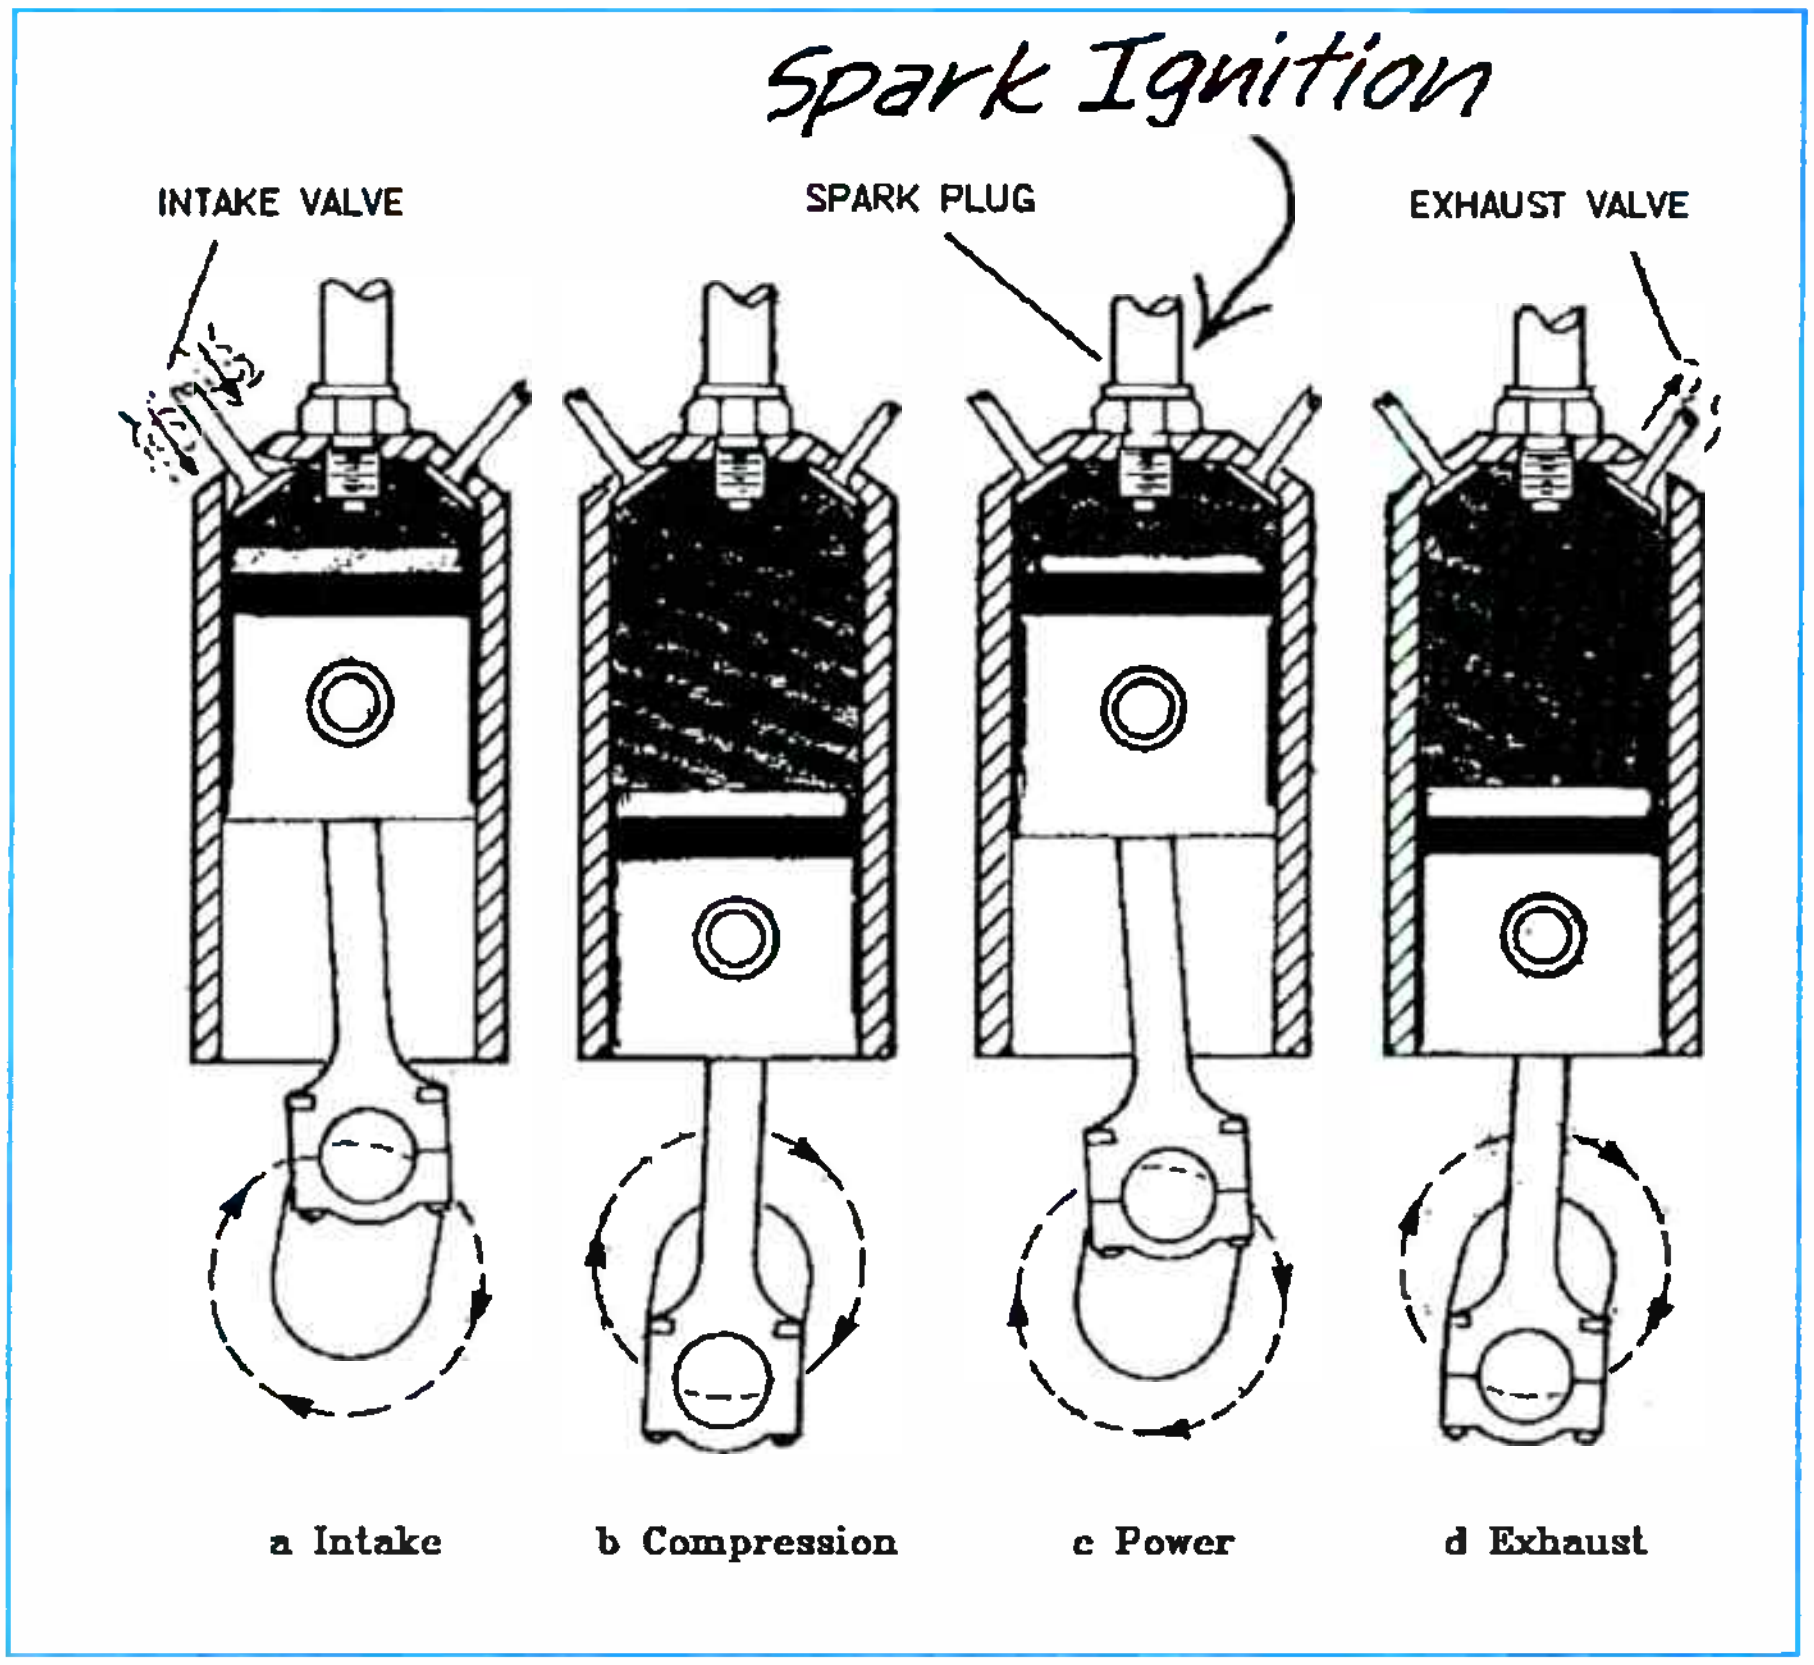

Fig.2: What happens during each stroke of a four-stroke per cycle IC engine.
Fig.2 illustrates the four strokes for a four-stroke/cycle engine, which are called (1) intake, (2) compression, (3) power and (4) exhaust.
There are two valves for each cylinder. The left valve in Fig.2 is the intake and the right is the exhaust. The crankshaft rotation assumes a clockwise direction.